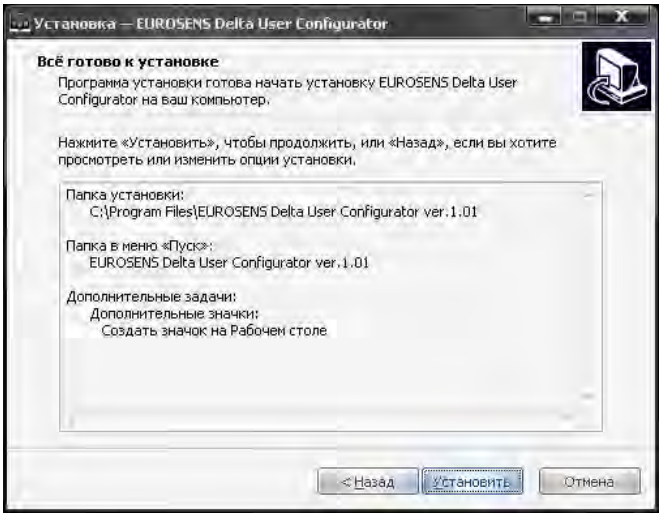

Рис.12
13) нажать кнопку **"Установить"** в окне задания предустановок программы (рис.12):